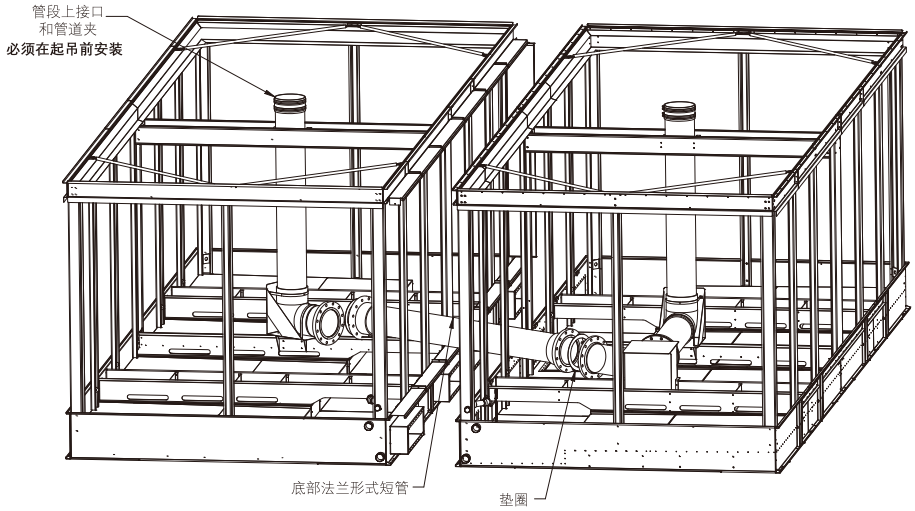

图 9 — 底部进水管的安装
6. 在机组完全安装好后，在法兰之间安装带有垫圈的底部法兰短管，如**图9**所示。使用**表3**中的紧固件。请注意：水盘段有用于运输支撑的横撑。其中的一根横撑会挡住短管，在安装短管前应移除。在短管安装好后**不需要**重新安装横撑。